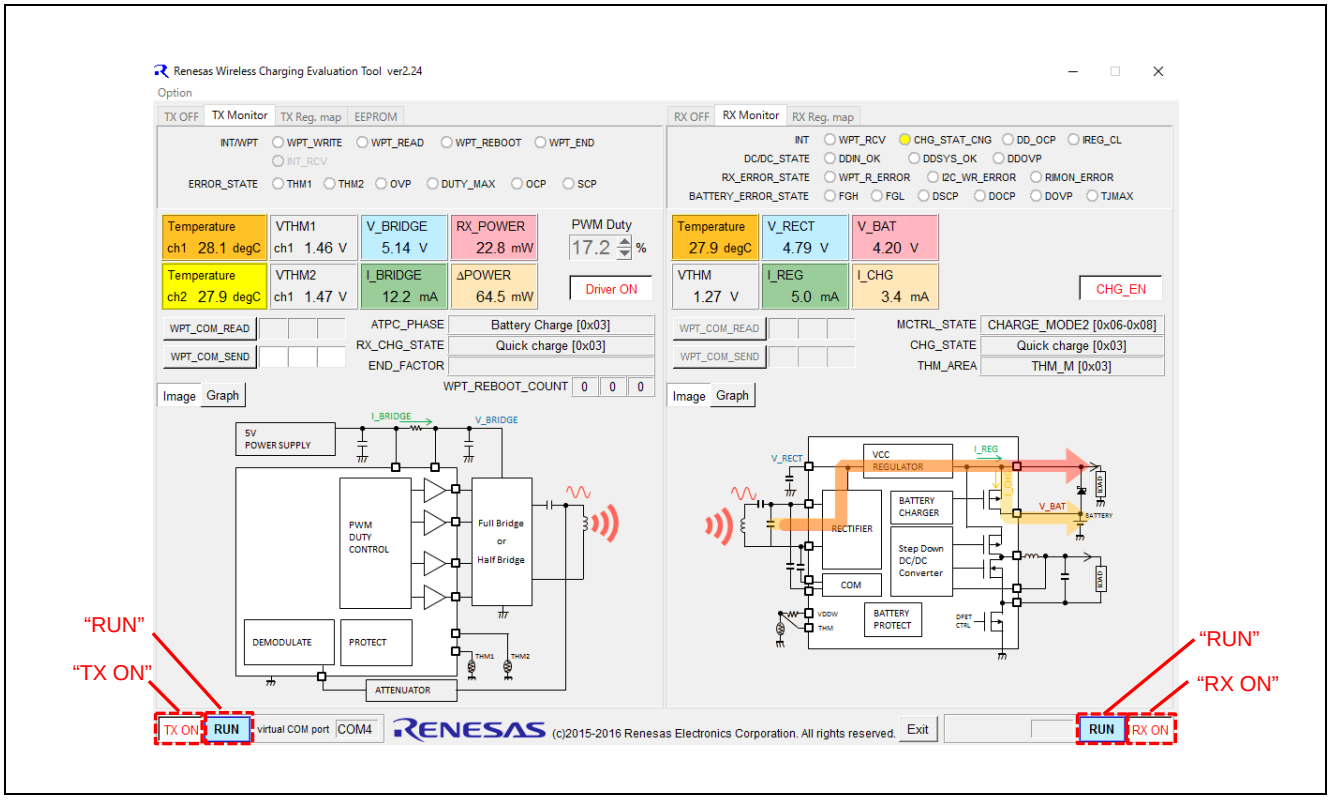

Figure 16 Control tool window at ATPC Mode
(1) Turn on the SW13 of RX board. LED4 is lightened for showing operation mode change to discharge mode from shut down mode at RAA457100GBM. LED3 is also lightened for showing DCDC converter operation.
(2) Turn on the SW14 of TX board. DC 5V is supplied to TX board and LED8 is lightened.
(3) Click the “TX ON” and the “RX ON” on tool window. Monitor for evaluation is displayed as Figure 16.
(4) Click the “RUN” in TX side and RX side on tool window.